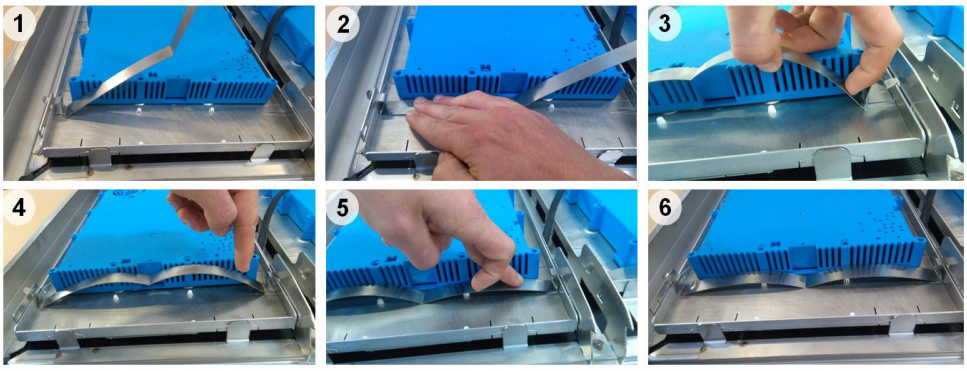

Fig. 0-33 Montage af bladfjeder
2) Afmonter bladfjedre foroven og forneden på generator, se Fig. 0-33
4) Kontroller at fjedre, ledninger og kabler sidder som det skal, se Fig. 0-33 Montage af bladfjeder.